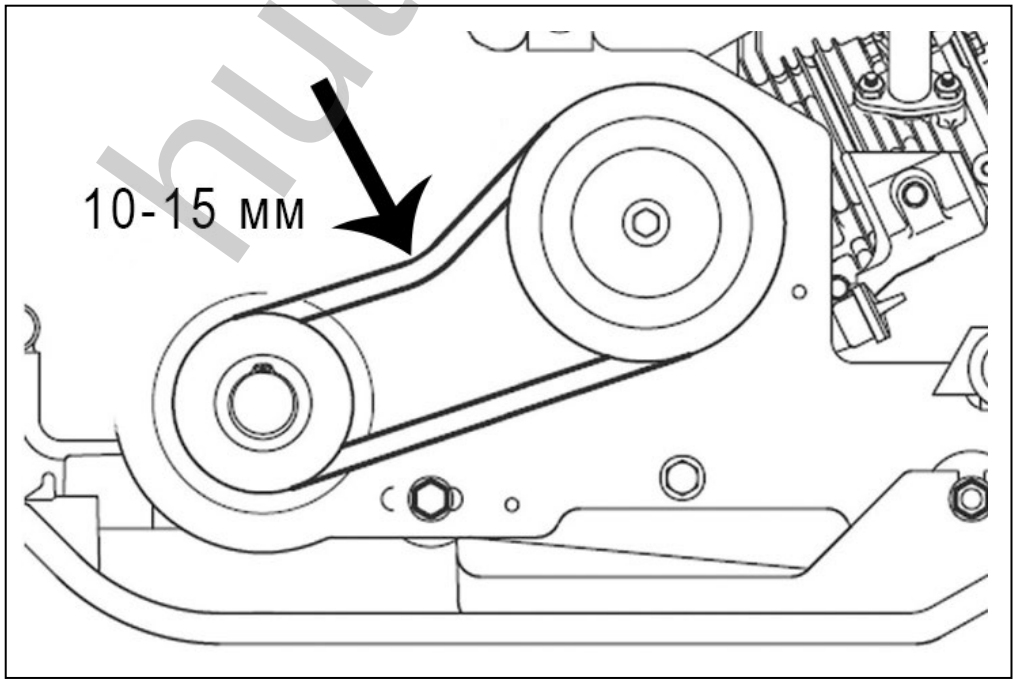

Рис. 21. Проверка натяжения ремней.
3. Проверить натяжение ремней. Правильно натянутый ремень при сильном нажатии пальцем должен прогибаться примерно на 10-15 мм (Рис. 21).